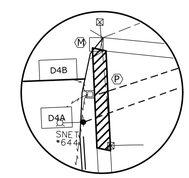

Fig. 1
(P) EXTEND SIDEWALK TO COVER THE 52 SQUARE FEET OF GRASS AREA LOCATED IN FRONT OF EXISTING SIDEWALK. (Fig. 1)